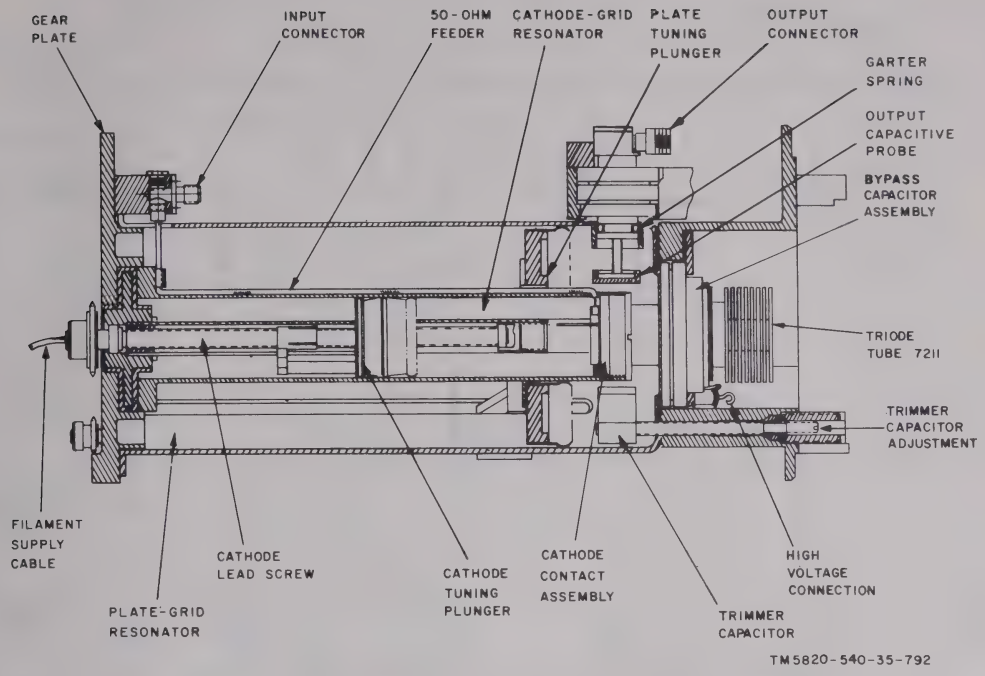

Figure 2–61. Power amplifier (band II) resonator cavity cross section.
c. Detailed Circuit Analysis (fig. 2–62).
(1) The output of frequency multiplier 37A1, in the frequency range of 395–705 MHz, is fed through input connector J1 to the cathode of driver tube V1. Driver tube V1 and output tube V2 are identical and are connected in a grounded-grid configuration. Common grid configuration is used to minimize amplifier feedback effects due to triode interelectrode capacitance. Z1 and Z5 are cathode-grid resonant cavities; Z4 and Z8 are plate-grid resonant cavities for the driver and output stages respectively. C5 and C12 are feed-through capacitors for the regulated heater supply to the driver and output stages. C7 and C14 are the feed through capacitors for high voltage plate supply to both the stages. C1, C3 and C8, C10 are bypass capacitors and provide dc isolation. C4 is a trimmer capacitor in parallel with the plate-grid circuit and is used to compensate the electron tube plate-grid capacitance spread of the driver stage. C11 is the trimmer capacitor in the output stage. C15, R1 is a suppressor loop in the driver stage and C16, R2 is a suppressor loop in the output stage. These suppressor loops prevent any self-oscillation during mismatch conditions.
(2) The input signal when fed to the cathode of driver tube V1, excites cathode resonator Z1 connected between cathode and grid of V1. The signal, amplified by approximately 13 db at the plate of V1, resonates in Z4 (connected between plate and grid) and is coupled from the cavity to output connector J2 through the coupling probe C2. The output from the driver tube is connected through connector P1, coaxial cable W1, coaxial connectors P2 and J3 to the cathode of the output